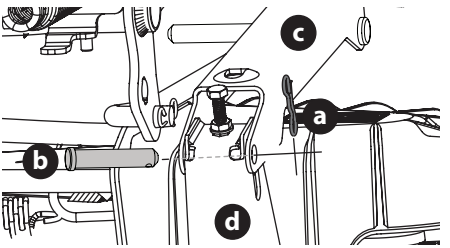

Fig. 44
a. Remove the two bow-tie pins (a) from the clevis pins (b) that secure the lift link brackets (c) to the rear deck lift brackets (d) on the deck. Remove the clevis pins (b) (Fig. 44).